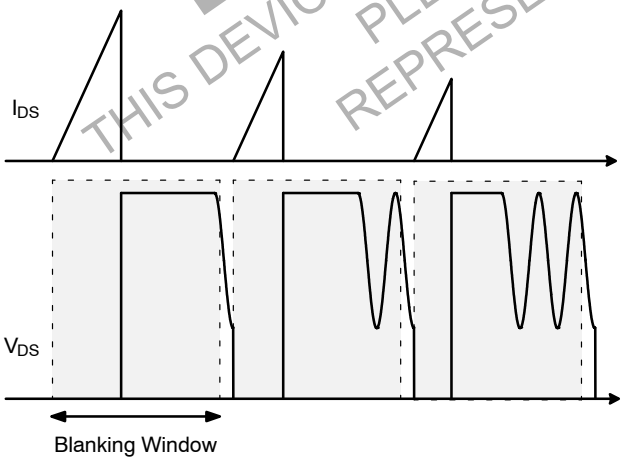
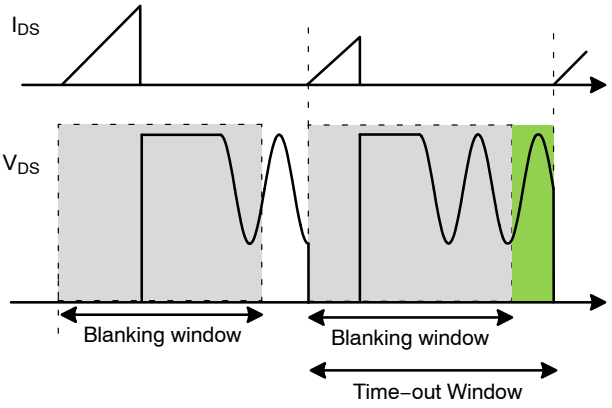

**Figure 19. Valleys Formed by Resonant Ringing Increase in Number as Load Decreases**
**Figure 20. Blanking Window and Time−out Window Limit the Frequency Range**
Quasi−resonant (QR) switching is a method to reduce MOSFET switching losses especially in high line. In order to perform QR turn−on of the Primary MOSFET, the valley of the resonance occurring between transformer magnetizing inductance ($L_m$) and MOSFET effective output capacitance ($C_{oss.eff}$) must be detected. Typically, during the turn−off time, there can be several valleys as the load reduces as shown in Figure 19. In order to limit the maximum switching frequency, a blanking window is introduced. To limit the minimum switching frequency, the maximum allowable time or Time−out window is fixed. These two windows allow the flyback converter to operate in a narrow user−configurable frequency range. Figure 20 shows these two windows in a switching cycle. In FAN6080HMX, the time−out window ($f_{OSC−MIN−DCM}$) is the same as the minimum frequency for CRM ($f_{OSC−MIN−CRM}$), which is 21.5 kHz.